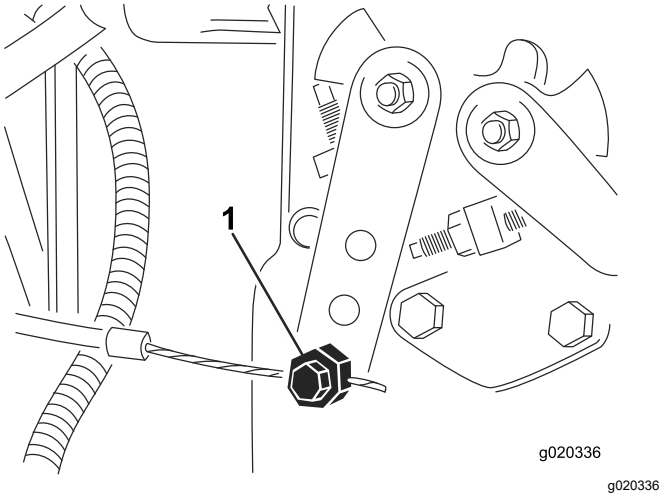

Figur 79
3. Løsn gaskabelforbindelsesdelen på indsprøjtningspumpens løftearm (Figur 79).